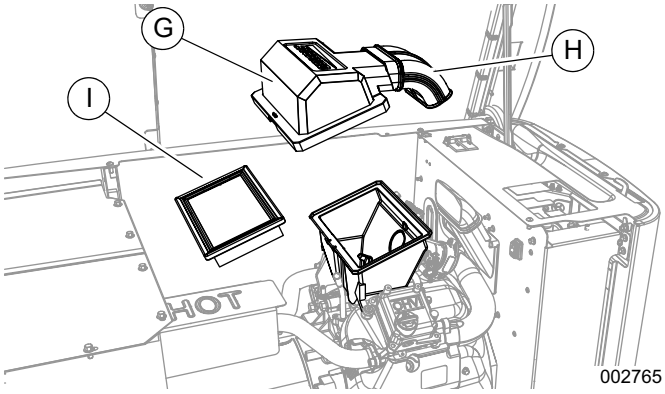

Figura 6. Retirar la cubierta de la caja de aire (Serie 500/1000)
1. Consulte la ***Figura 6***. Retire la cubierta de la caja de aire (G), el codo de entrada (H) y el filtro de aire (I).